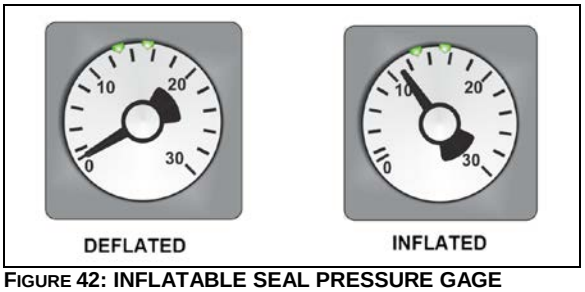

FIGURE 42: INFLATABLE SEAL PRESSURE GAGE
4. Finally, the inflatable seal can be re-inflated by turning the shut-off valve handle counterclockwise. Check the pressure gage on the inflatable seal regulator to see if the pressure increases to around 11 psi (Figure 42). Needle should be pointing between the two small green marks on the dial.
7. Finally, the inflatable seal can be re-inflated by turning the shut-off valve handle counterclockwise. Check the pressure gage on the inflatable seal regulator to see if the pressure is increasing to 11 psi (Figure 42).